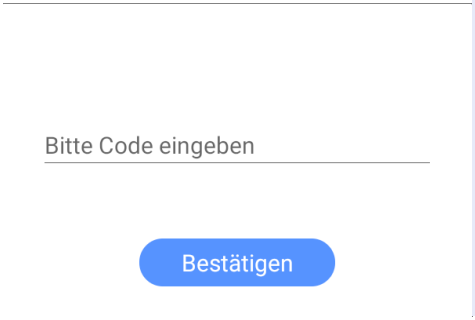
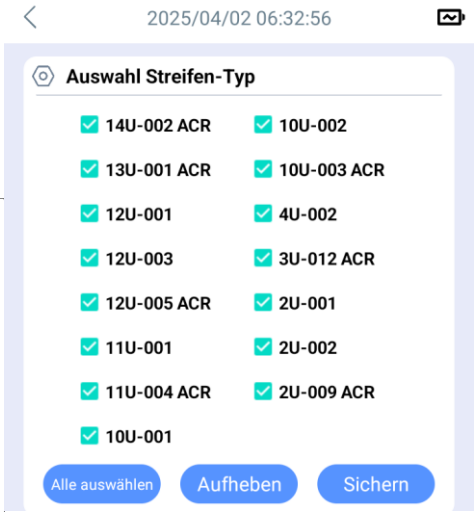

Abb. 4.3
Abb. 4.4
Passwort: 240229 im Pop-up-Fenster ein (Abb. 4.3) und tippen Sie auf „**Bestätigen**“, um die Schnittstelle zur Auswahl des Streifentyps zu öffnen (Abb. 4.4).
2) Wählen Sie den gewünschten Streifentyp aus und tippen Sie auf „**Sichern**“, um das aktuelle Streifentyp-Auswahlschema zu speichern. Der Bereich "Streifentyp" in Abb. 4.3 zeigt nur die im aktuellen Schema ausgewählten Streifentypen an.